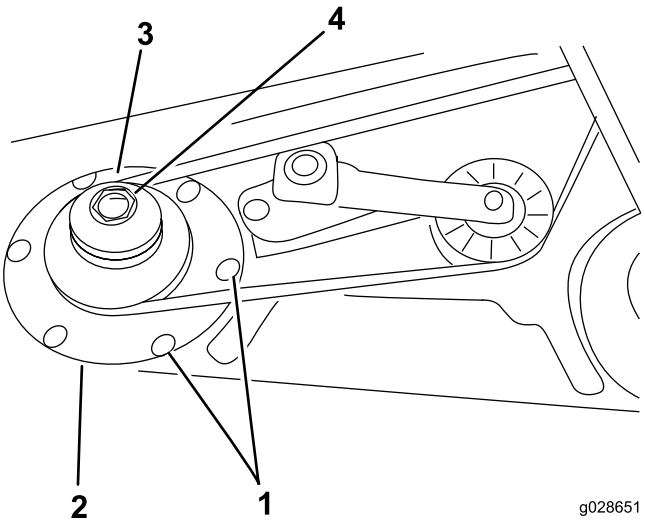

Figur 4
4. Ta bort remmen från den högra spindelskivan (Figur 4).
5. Lossa de sex vagnskruvar och sex flänsmuttrar som fäster spindelhusenheten och stödringen på klippenheten (Figur 4). Spara delarna.
9. Trä på den nya dubbla spindelskivan på spindelaxeln (Figur 4).